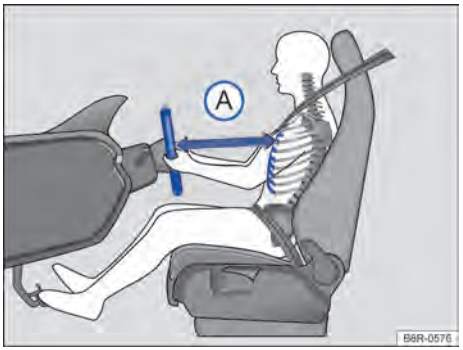
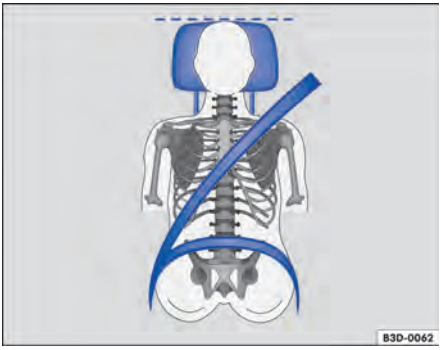

Fig. 33 A distância correta entre o condutor e o volante Ⓐ deve ser de, no mínimo, 25 cm.
Fig. 34 Posição correta do cadarço do cinto de segurança e ajuste correto do apoio para cabeça.
- Ajustar o banco de modo que a distância entre ele e o tórax tenha no mínimo 25 cm → Fig. 33 Ⓐ e que o condutor possa segurar o volante pela borda externa com as duas mãos e os braços ligeiramente dobrados.
- Para os bancos com apoio para cabeça: ajustar o apoio para cabeça de modo que a sua borda superior se encontre preferencialmente na mesma linha da parte superior da cabeça → Fig. 33 e → Fig. 34 – porém não abaixo da altura dos olhos. Posicionar a parte posterior da cabeça o mais perto possível do apoio para cabeça.